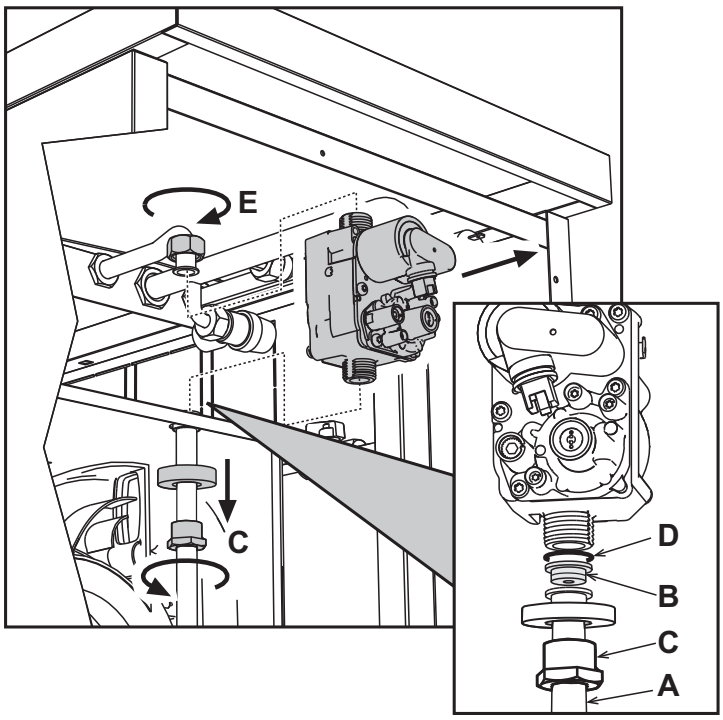

fig. 23
4. Svitare il girello **C** e quello **E** e rimuovere la valvola gas (vedi fig. 23).
5. Sostituire l'ugello **B** inserito nel tubo gas con quello contenuto nel kit di trasformazione interponendo la guarnizione **D** (vedi fig. 23).